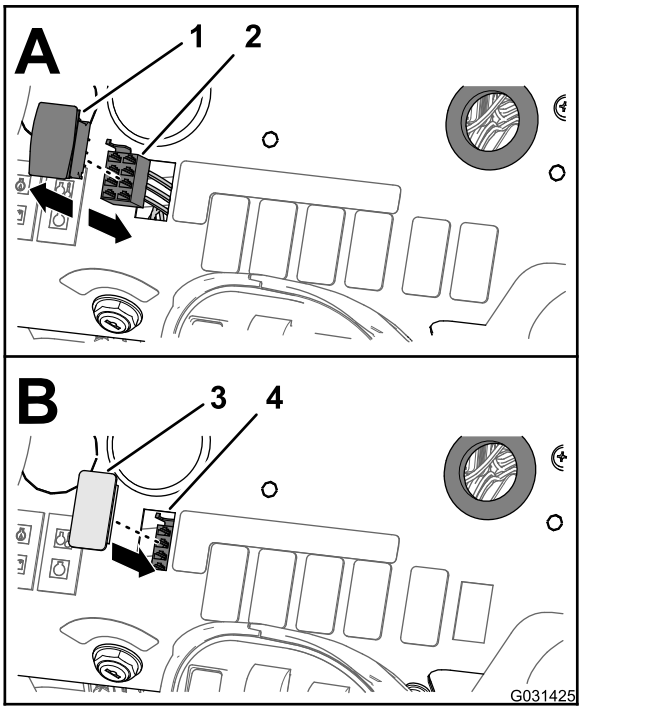

Figur 60
1. Fra undersiden av dashbordpanelet, klem sammen låsetappene på mengdekontrollbryteren, og trykk mengdekontrollbryteren ut av dashbordpanelet (Figur 60).
2. Koble kontakten med åtte sokler i maskinens fremre ledningssats (merket med RATE SWITCH (mengdekontrollbryter)) fra kontakten med åtte pinner til bryteren (Figur 60).
4. Innrett bryterpluggen med åpningen i dashbordpanelet der du fjernet mengdebryteren (Figur 60).
5. Før bryterpluggen inn i dashbordpanelet til pluggen klikker på plass i panelet (Figur 60).